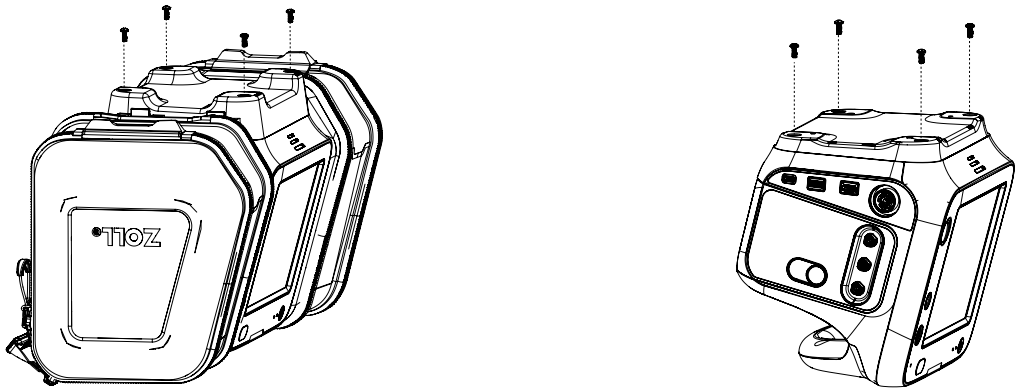

Figure 11: Removing the screws
2. Flip the medical device upside down to access the screws and facilitate the mounting bracket installation (Figure 11).
3. Unscrew and remove the four (4) screws using a Phillips screwdriver #2 (Figure 11). The screws will not be reused for this installation.